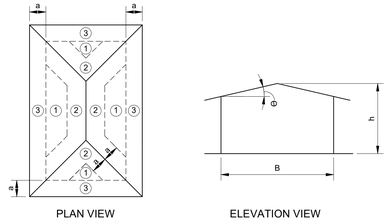

FIGURE 30.3-2E FROM ASCE 7-22
3. FOR ROOF ZONES SEE FIGURE 30.3-2E ON THE FOLLOWING FIGURE.